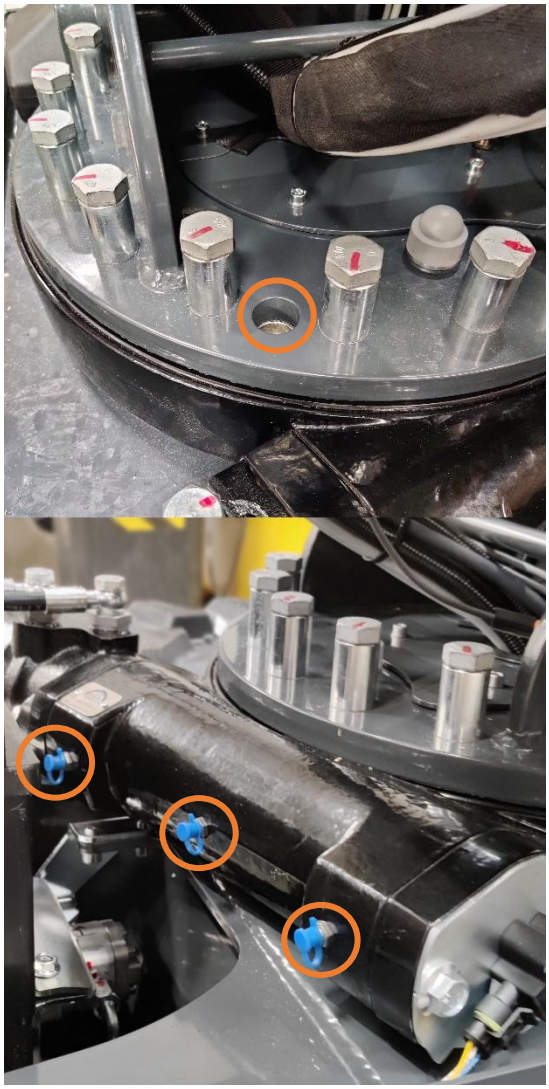
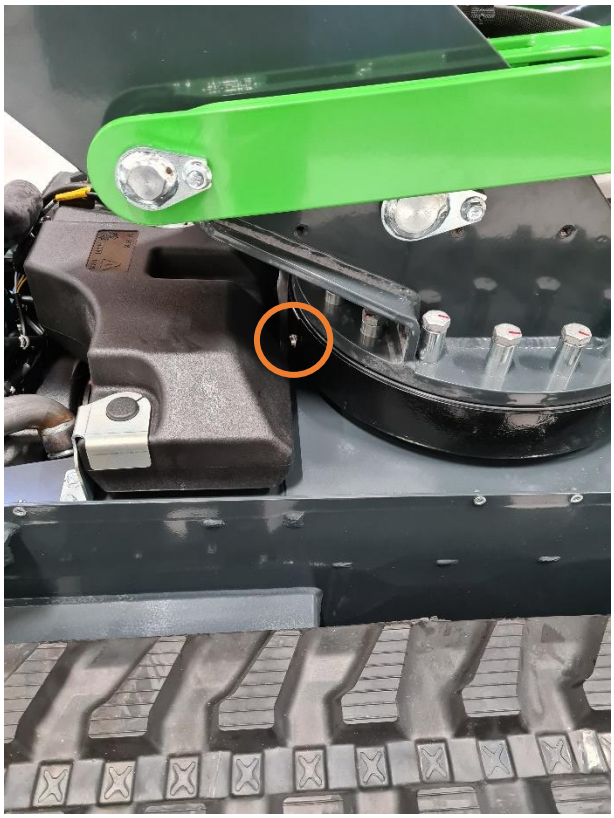

Figura 16. Punti di lubrificazione della ralla
Figura 17. Vite di scarico della pressione di lubrificazione della ralla
La ralla della piattaforma aerea di accesso deve essere lubrificata mensilmente. È importante notare che la ralla dispone di quattro (4) punti di lubrificazione separati (figura 16) da lubrificare individualmente. Sul lato opposto dell'ingranaggio a vite senza fine della ralla è disponibile una vite di scarico della pressione (figura 17) che deve essere aperta durante la lubrificazione della ralla per evitare la fuoriuscita della tenuta. Come opzione, al posto di questa vite è possibile montare un giunto e un tubo. In questo caso non è necessario aprirla. Sul lato della ralla vicino alla batteria esistono 3 punti di lubrificazione collegati all'ingranaggio a vite senza e ai suoi cuscinetti. Un (1) punto di lubrificazione posto nella parte superiore della ralla (foro passante nel piedistallo) è collegato ai cuscinetti a sfera della ralla. Quando si applica grasso in questo punto di lubrificazione, è importante applicarlo tutto intorno alla ralla. A tale scopo, applicare grasso e ruotare di circa 20° quindi applicare nuovamente il grasso. Continuare finché la ralla non è completamente lubrificata (360°).